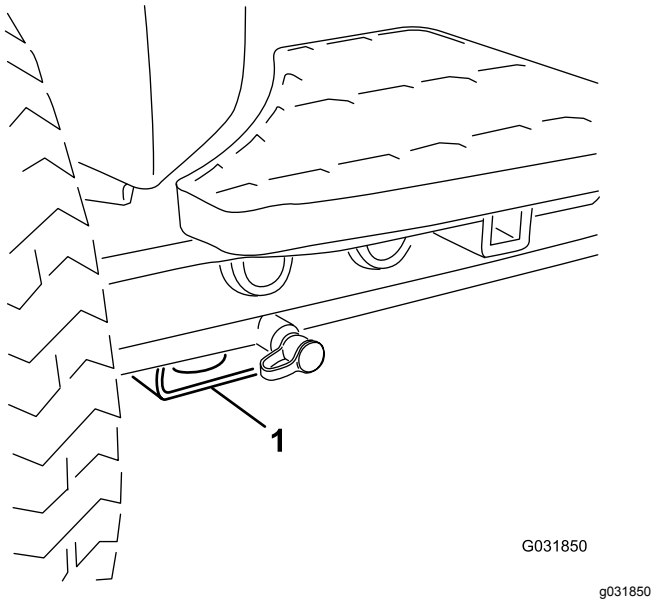

**Figur 74**
- Fram – fyrkantigt belägg under axelröret inuti båda framdäcken (Figur 74).